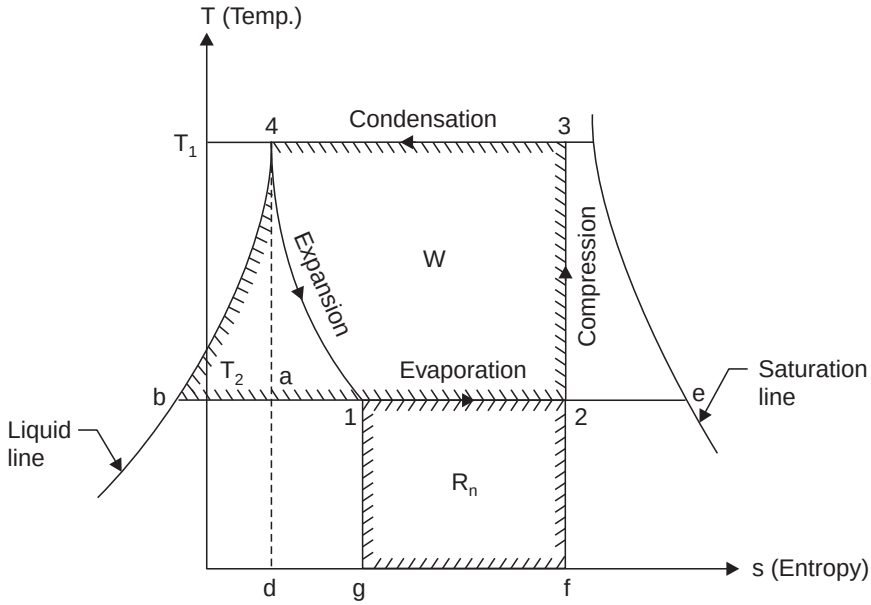

Fig. 14.12. *T-s* diagram.
3. When the vapour is wet after compression. Refer Fig. 14.12.